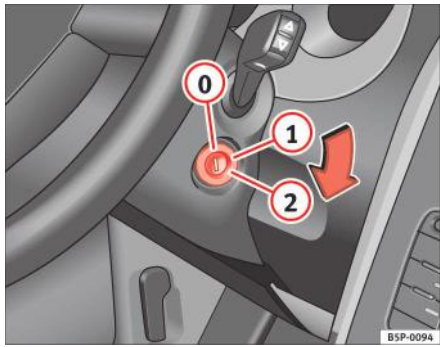

Fig. 116 Pozițiile cheii în comutatorul de contact
În această poziție ⇒ fig. 116, contactul este luat, motorul este oprit, iar coloana de direcție poate fi blocată.
– Rotiți cheia în poziția ⇒ pagina 160, fig. 116 (1) în contact. Lampa de control ʊʊ se va aprinde pentru a semnala preîncălzirea motorului.
– Când lampa de avertizare se stinge, rotiți cheia în poziția (2) pentru a porni motorul. Nu apăsați pedala de accelerație.
– Rotiți cheia în contact pe poziția ⇒ pagina 160, fig. 116 (0).